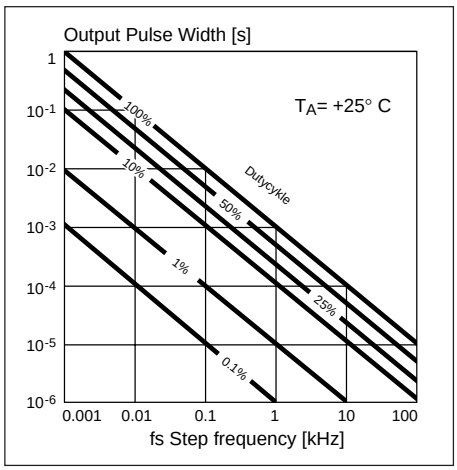

Figure 9. Typical t_{On} vs. f_s/dc. Output pulse width vs. step frequency/duty cycle.
- Figures 9 and 10 give the relationship between motor currents and their dissipations. The sum of these power dissipations must never exceed the previously-established value, or life expectancy will be drastically shortened.
- When no bilevel or voltage doubling is utilized, the maximum motor current can be found directly in figure 9.